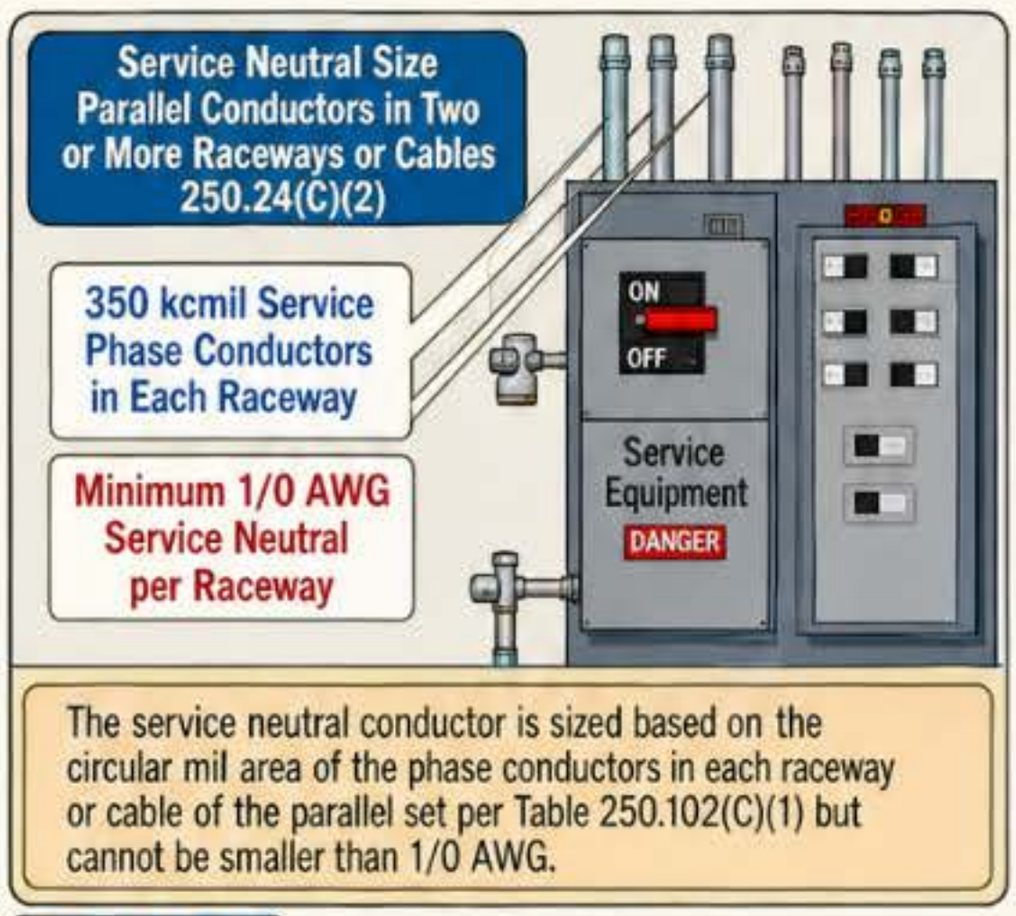

Figure 250-61
(2) Parallel Conductors in Two or More Raceways or Cables. If service-entrance conductors are installed in parallel in two or more raceways or cables, the neutral conductor must be installed in parallel with the phase conductors. The service neutral conductor is sized based on the circular mil area of the phase conductors in each raceway or cable of the parallel set in accordance with Table 250.102(C)(1) but cannot be smaller than 1/0 AWG. Figure 250-61